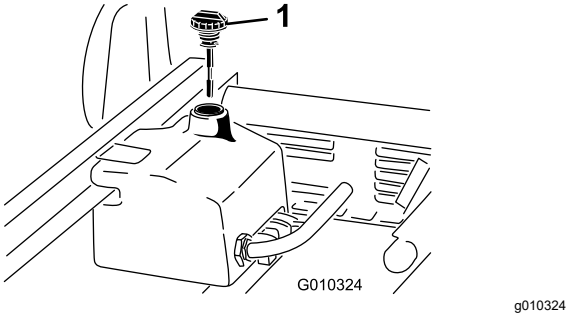

**Figur 72**
4. Gör rent omkring påfyllningsröret och hydraultanklocket (Figur 72).
6. Ta ut oljestickan (Figur 72) ur påfyllningsröret och torka av den med en ren trasa.